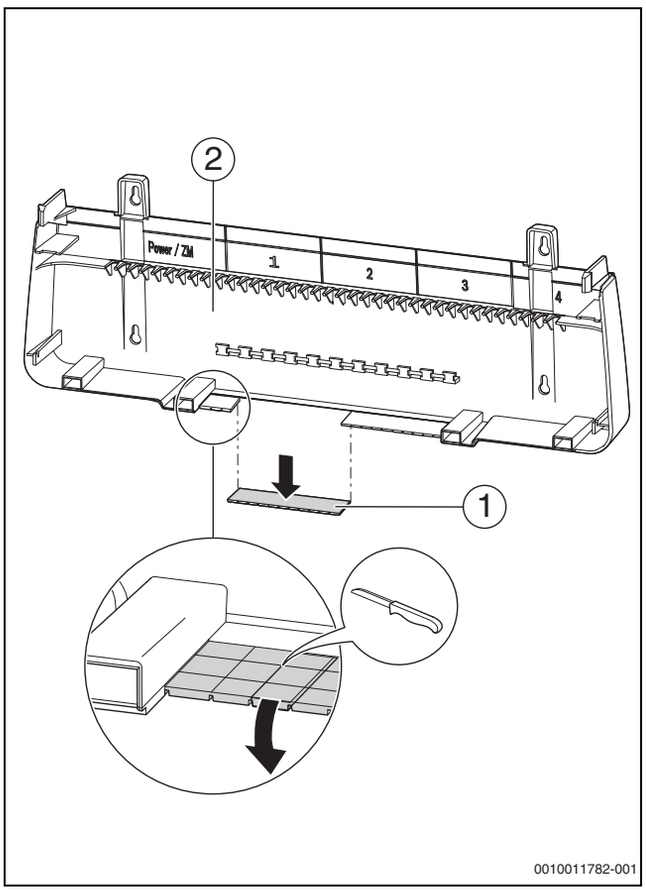

Bild 36 Kabeldurchgang vorbereiten
- ▶ Ausbrechteile (→ Bild 36, [1], Seite 33) in der Rückwand des Kabeldurchgangs herausbrechen.